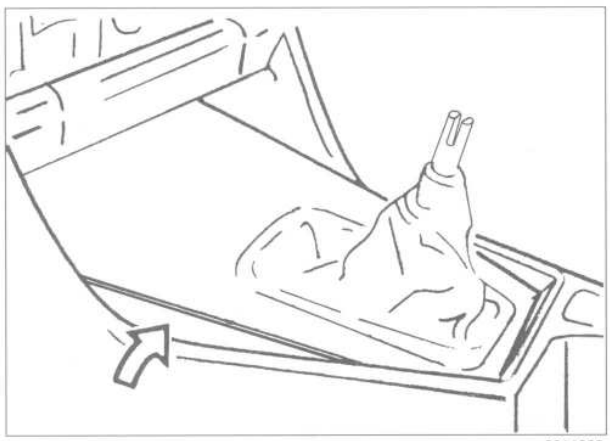

Fig. 2. Remove shift boot cover by prying up at rear (**arrow**) and then lifting off from front retainers.
2. Unclip shift boot cover from retainers at front and remove cover together with shift boot. See Fig. 2.